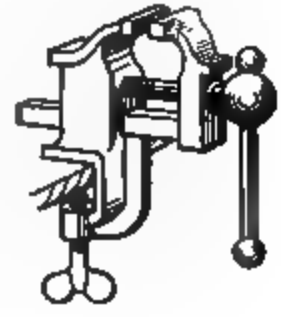

Fig. 46. Machinist's vise. The screw is turned by a lever.
39. Applications of the screw. We are all familiar with carpenters' **wood screws** and machinists' **bolts.** Most of us have seen a machinist's vise (Fig. 46), which uses a screw operated by a lever. Ordinarily, however, we do not think of the **propeller** of a boat or airplane as a screw, but it is. The propeller of a boat (Fig. 47), with its two, three, or four blades fastened to one end of the shaft, is driven by an engine at the other end. Its rotation is so rapid that the water has no time to get out of the way, and the propeller screws itself through the water like a wood screw through wood. Another example of the screw is
9. The pitch of the screw of a bench vise (Fig. 46) is 0.2 inches and the handle of the screw is 7 inches long. What force could be exerted by the jaws of the vise if a force of 25 pounds were applied at the end of the handle?